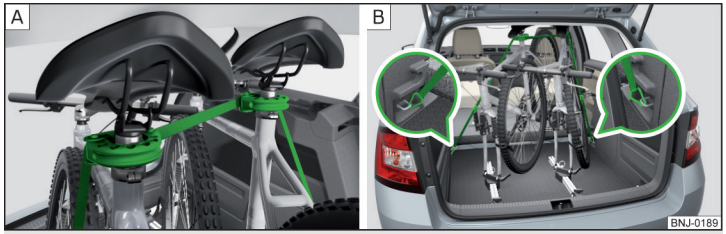

Fig. 109 **Garantizar la estabilidad de las bicicletas con una correa**
- Para transportar dos bicicletas, tensar la correa entre los sillines separando las bicicletas » fig. 109 - A.
- Enganchar los mosquetones en los extremos de la correa en las argollas de retención inferiores detrás de los asientos traseros» fig. 109 - B.